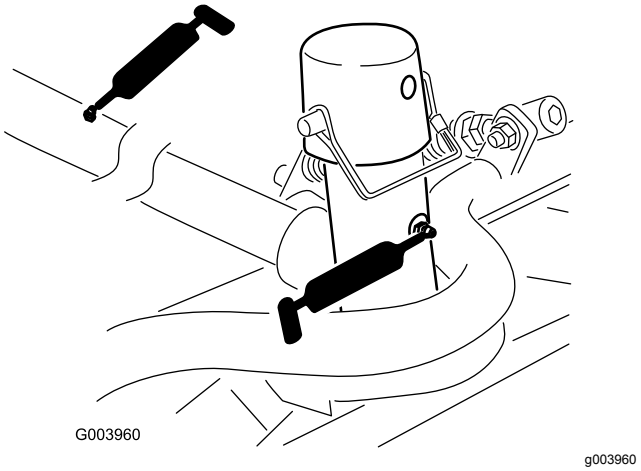

Figur 38
- Klippeenhedernes bæreramme og drejetap (2 hver) (Figur 38)